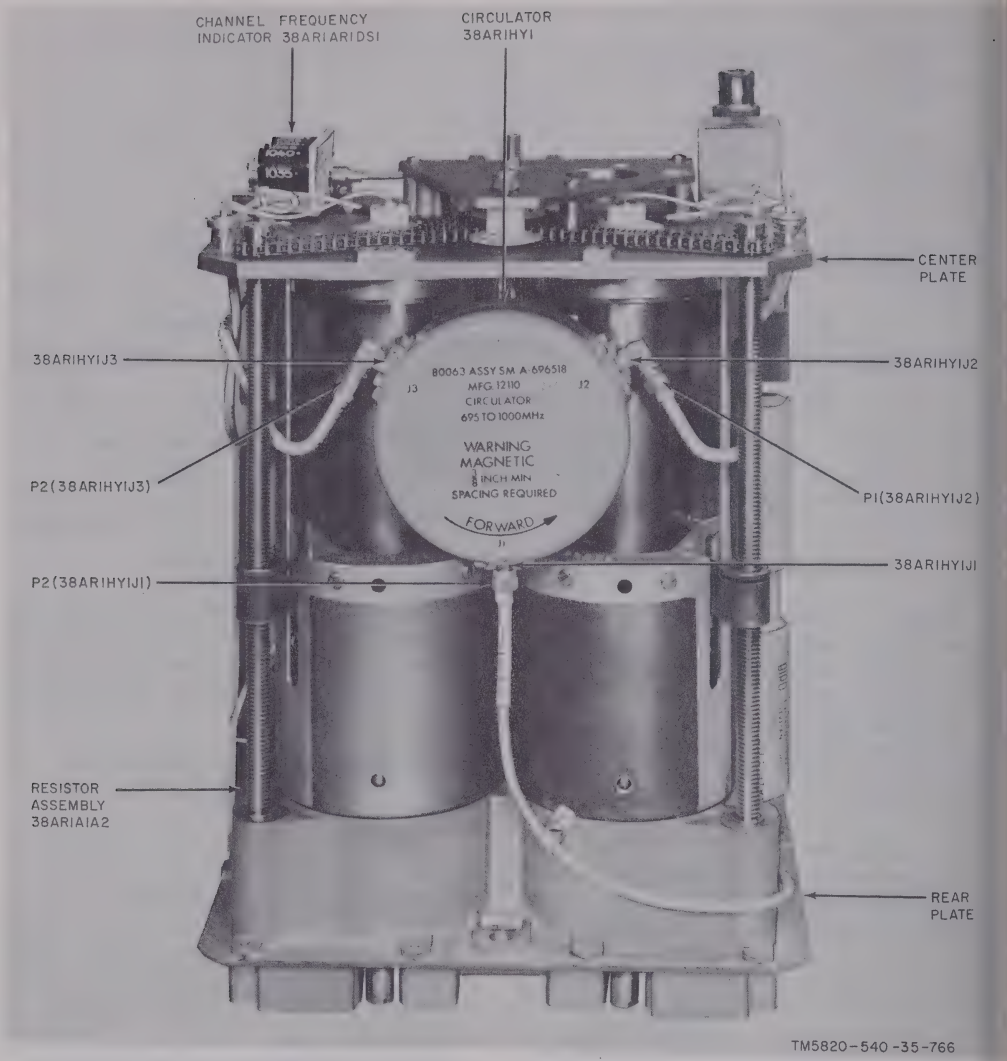

Figure 3-64. Band III transmitter RF head, bottom view.
(5) Set the transmitter AC POWER switch to ON/RESET and the meter switch to DRIVER. The wattmeter should indicate 3.5 watts minimum.
(6) Set the AC POWER switch to OFF.
(7) Reconnect plug P2 (38AR1AR1J3) to 38AR1AR1J3.
(8) Disconnect plug P2 (38AR1HY1J1) from 38AR1HY1J1 on circulator 38AR1HY1 (fig. 3-64).